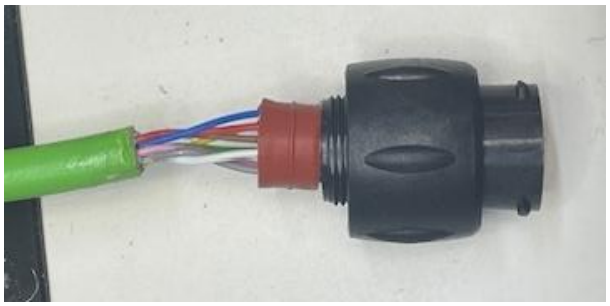

Figure 11 (rubber grommet up against fwd-shell)
24. Slide rubber grommet up wire length until it is seated against fwd-shell (ref Figure 11)